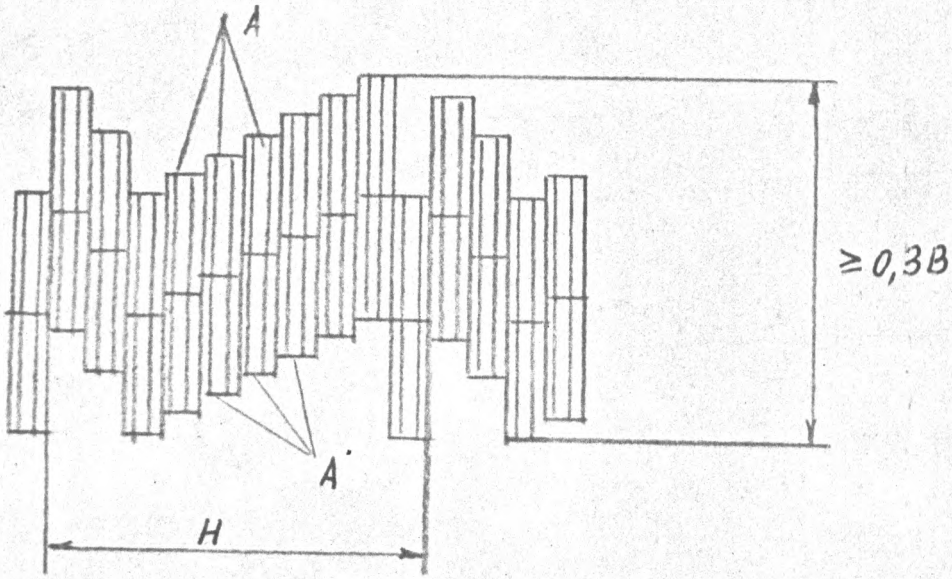

РИС. 7.11
7.6.7.5. ОТРЕГУЛИРУЙТЕ С ПОМОЩЬЮ РЕЗИСТОРА А3-R66 СИГНАЛ ТАК, ЧТОБЫ УРОВЕНЬ НЕСУЩЕЙ (ЧАСТИ А) НА КРАЯХ СИГНАЛА БЫЛ МИНИМАЛЬНЫМ (РИС.7.11).